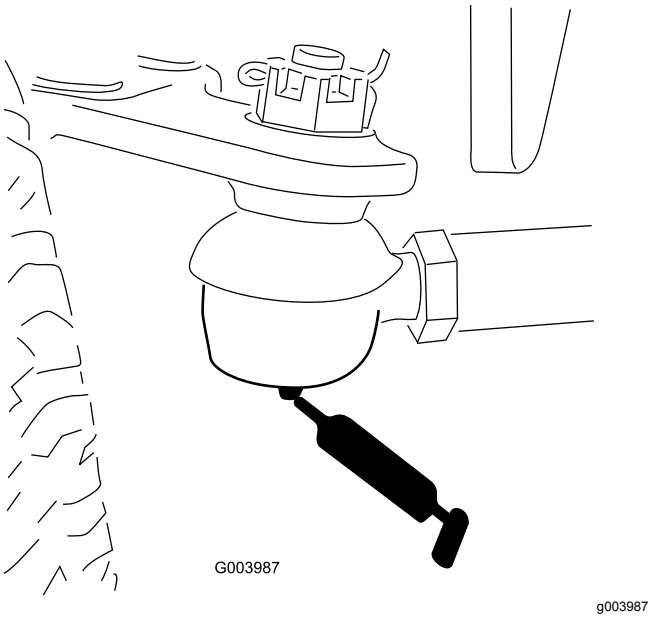

Figur 42
- Bakakselens parallellstag (2) (Figur 42).